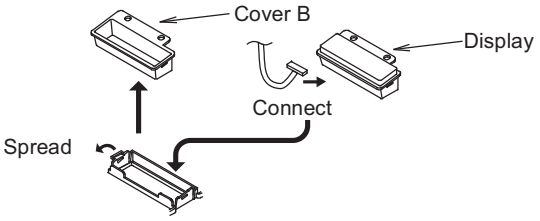

Fig. 8-21
(1) Cover B is fit into Cover A, so spread the points as indicated in figure 8-21 and remove it.